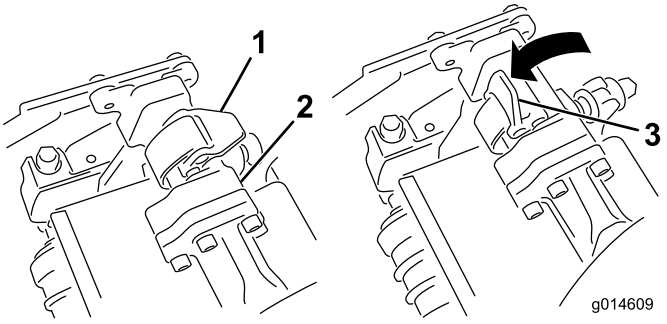
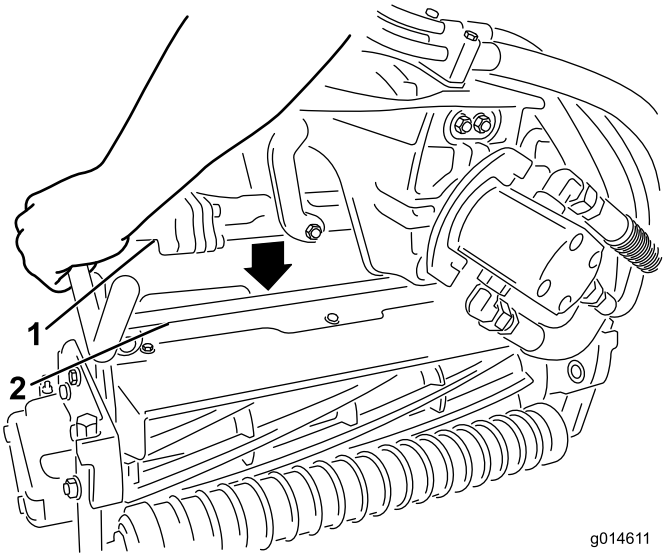

**Figur 30**
**Figur 31**
3. Låt spärrarna på upphängningsarmstången peka uppåt (dvs. de ska vara öppna) (Figur 30) och tryck upphängningsarmen nedåt så att stången passar över stången över ovansidan av klippenheten (Figur 31).
4. Fäll spärrarna nedåt och runt klippenhetsstången och lås dem på plats (Figur 30).
4. Öppna spärrarna på upphängningsarmstången på den klippenhet som du tar bort (Figur 30).